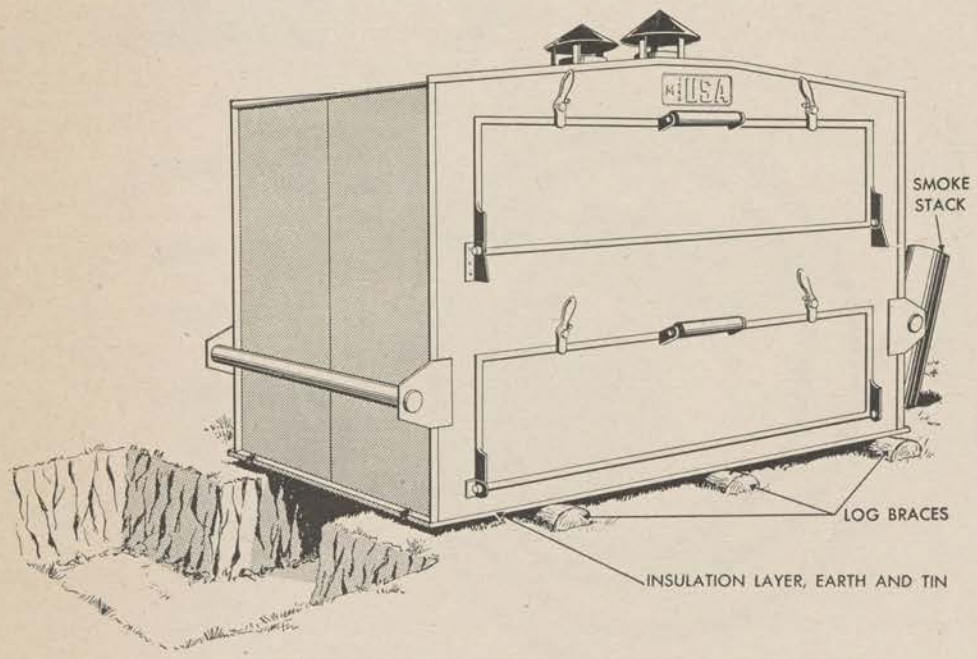

Figure 71. Top section of oven, bake, field, M1942, used with wood fire.
d. Another procedure for using a wood fire is as follows (see fig. 71):
(1) Dig a firing trench about 8 feet long, $3\frac{1}{2}$ feet wide, and 20 inches deep. Extend the cut at the firing end to make a convenient firing pit. At one end of the firing pit, dig a hole and insert a drain bucket.
(2) Improvise a trench cover as insulation for the oven bottom. Make the trench cover in the form of a "sandwich" with a layer of mud between two metal sheets. The metal sheets may be constructed by cutting up large tin cans and flattening them out. Cut holes in each sheet for the oven flues and for the smokestack ((5) below).
(3) Lay three log braces across the trench and then put the trench cover and the top section of the oven into position.
(4) Seal the bottom edges of the oven with mud and lay a layer of dirt in the bottom chamber.
(5) Improvise a smokestack and fit it over the hole in the trench cover.
(6) Maintain a steady fire in the trench. For the method of supporting the trench walls if the oven is to remain in place for some time, see paragraph 59*b*.